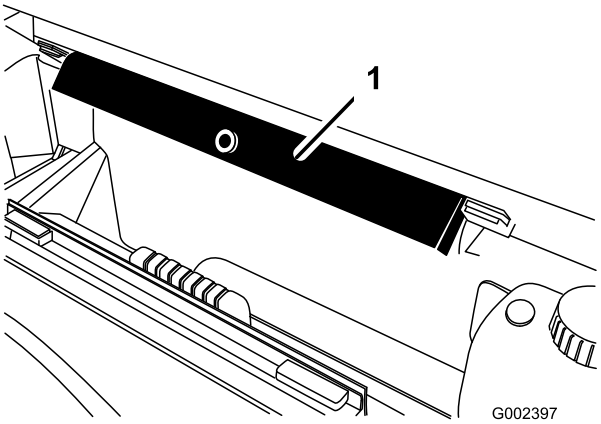

Figur 30
2. Ta loss flakstödet från förvaringsfästena baktill på vältskyddspanelen (Figur 30).